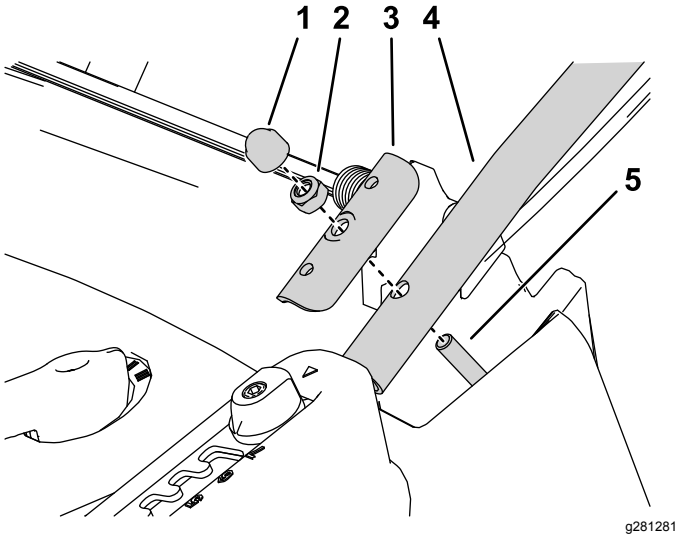

Figur 3
2. Montera ett nedre handtag på vardera sida ovanpå klippdäcket med en klämplåt och sexkantslåsmuttern som lossades från däcket i föregående steg (Figur 3).